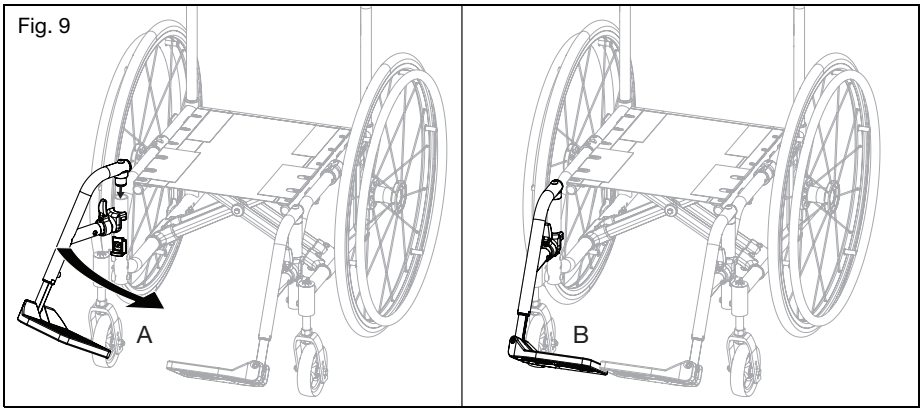

Fig. 9
a. Place swing away pivot saddle into the receiver on the front frame tube with the footrest facing either inward or outward from the frame (Fig. 9:A).
b. Rotate the footrest so it aligns with the frame and locks into place in the latch block (Fig. 9:B).